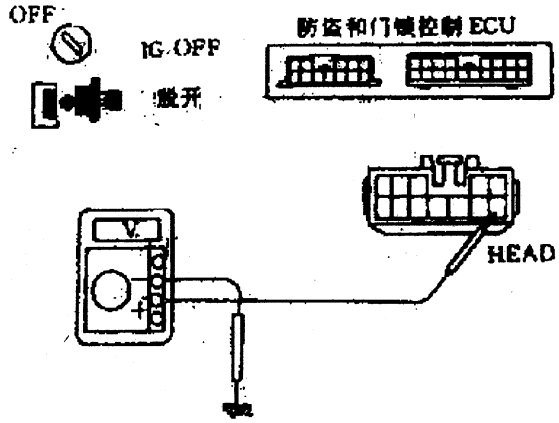

图 2－15　检查电压
①检查防盗和门锁控制 ECU 连接器的端子 HEAD 与车身接地之间的电压：
d. 测量防盗和门锁控制 ECU 连接器的端子 HEAD 与车身接地之间的电压，如图 2－15 所示。